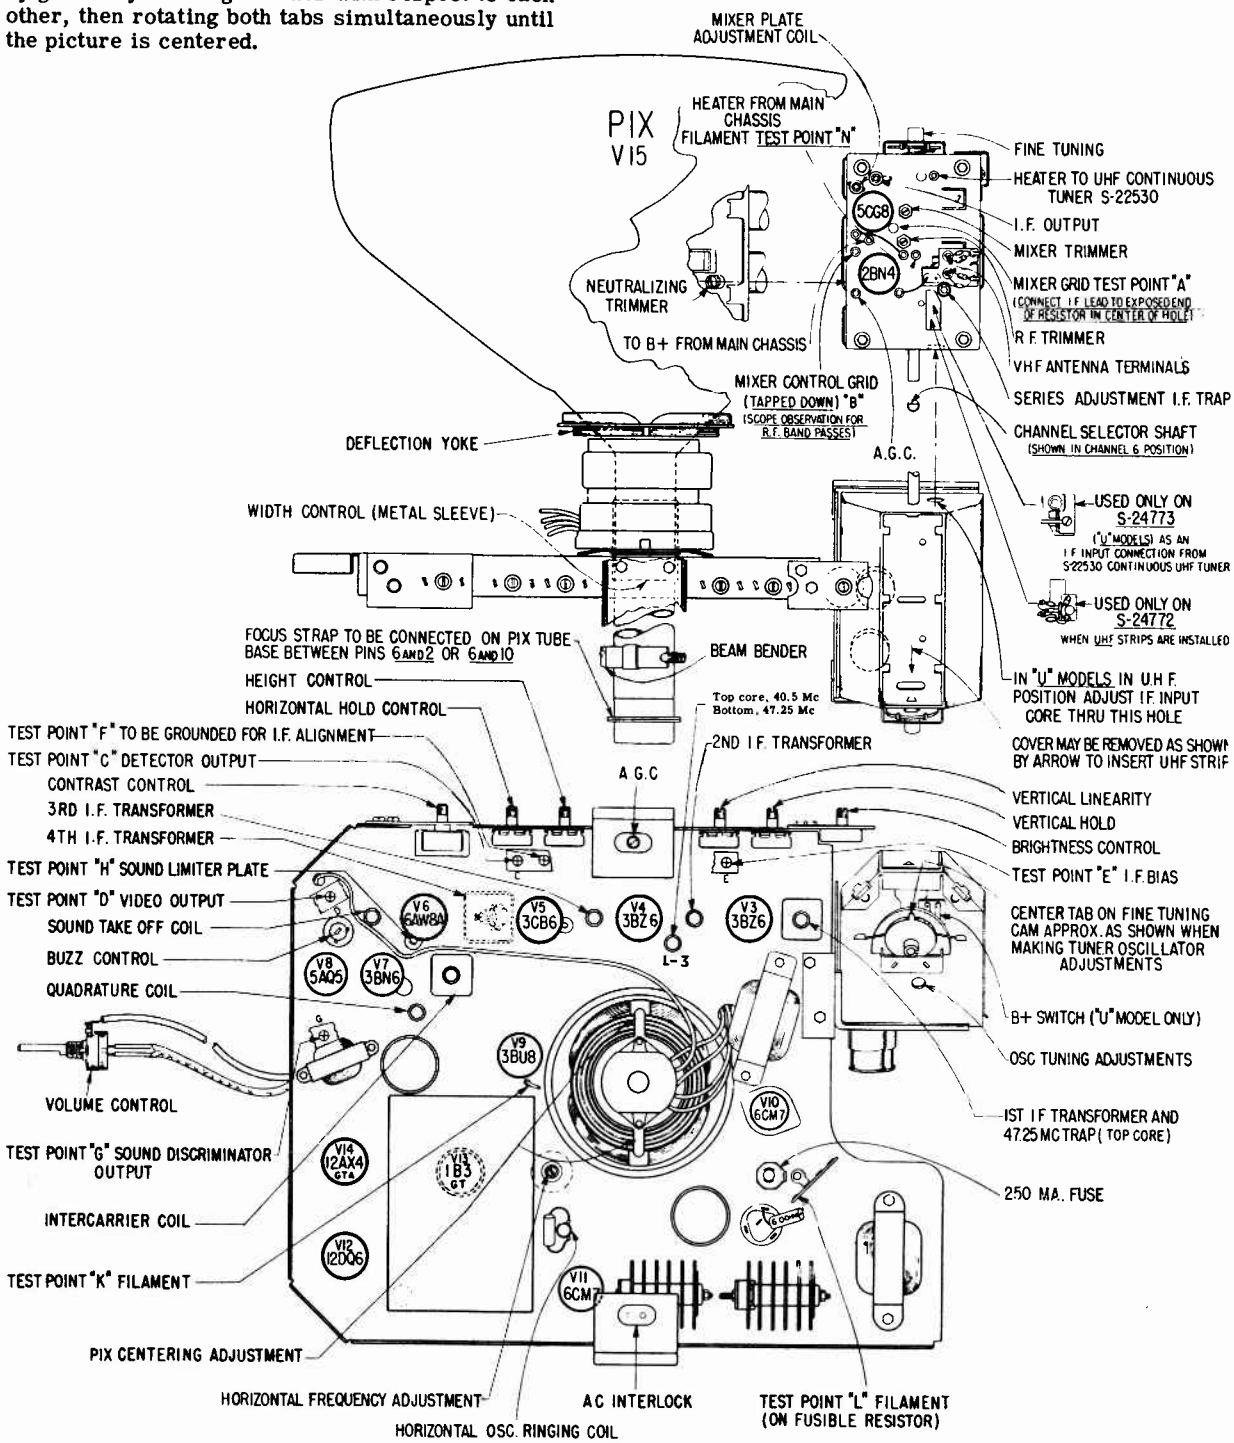

Fig. 20 Tube and Trimmer Layout 15Z31 Chassis
7. Connect the sweep generator to test point "A" (Fig. 20) and adjust attenuator to obtain 3 volts peak to peak output at the detector.